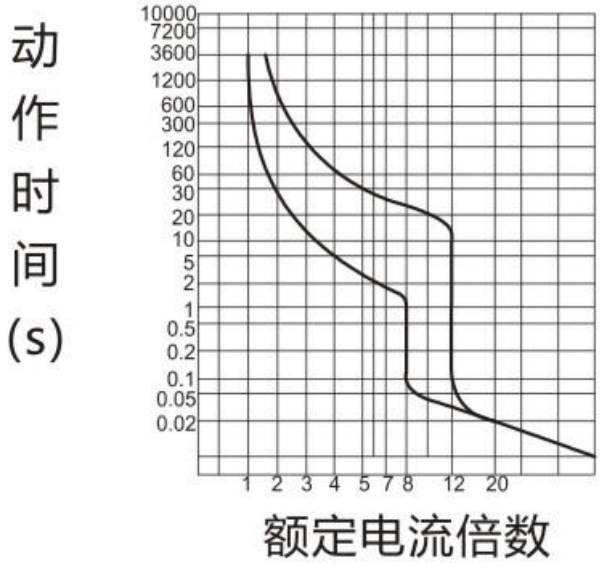

图 1　HYM3-63 动作特性曲线
4.3　断路器反时限特性曲线及其温度校正曲线见图 1～图 16